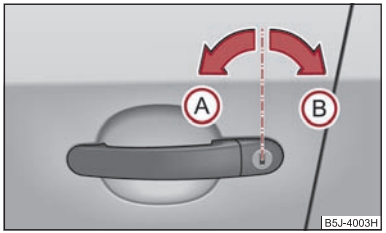

Fig. 26 Giros de llave para desbloquear y bloquear
- Gire la llave en el bombín de cierre de la puerta del conductor en dirección de marcha (posición de desbloqueo) Ⓐ ⇒ fig. 26.
– Gire la llave en el bombín de cierre de la puerta del conductor en dirección contraria a la marcha (posición de bloqueo) (B) ⇒ página 38, fig. 26.